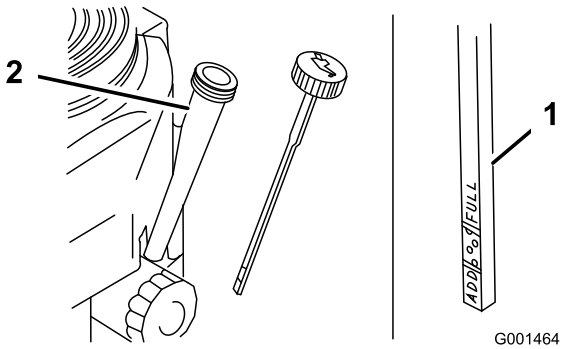

Figur 23
4. Rengør området omkring målepinden (Figur 23), så der ikke trænger snavs ned i påfyldningshullet, hvilket kan beskadige motoren.
5. Skru målepinden af, og tør enden ren (Figur 23).
6. Før målepinden helt ind i påfyldningsrøret, men skru den ikke fast på røret (Figur 23).
9. Hæld langsomt ca. 80 % af den angivne olie i påfyldningsrøret (Figur 23).